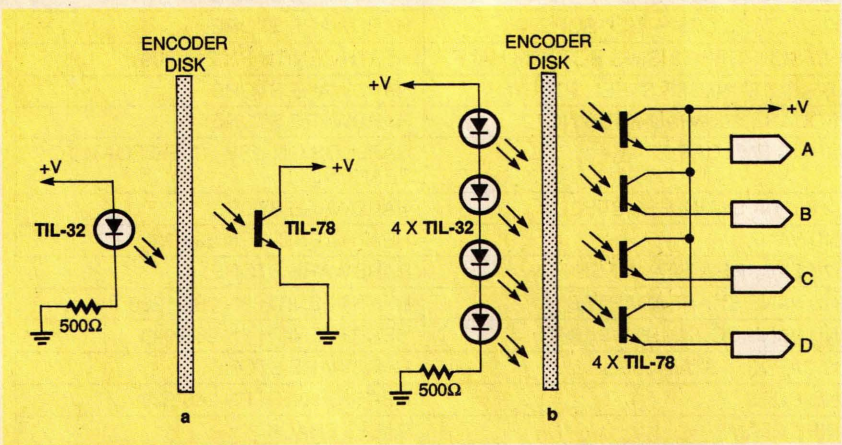

FIG. 2—HEATH'S BASIC SENSOR CIRCUIT works, but leaves something to be desired.
Figure 2 shows the Heath circuits for the wind-speed (*a*) and wind-direction (*b*) sensors. Typically, the forward drop across an infrared (IR) LED is 1.6 volts, and the maximum continuous forward current is 50 milliamperes. The circuit biases the IR emitters to provide a continuous current of 20 milliamperes. The IR detectors operate in an open-emitter configuration, in which the detector conducts current provided that the light path from the emitter has not been obstructed by a dark section on the optical disk.
FIG. 2—FLOWCHART OF THE BASIC SOFTWARE. Loop 1 waits for a card to be inserted. Loops 2 and 3 measure a hole, and Loop 4 ensures that all 16 holes are measured. Following loop 4, the software converts the decoded values into a binary number.
To understand how the software senses information, refer to the flow chart, Fig. 2. At the beginning of the program (START), three assumptions are made: 1) The circuit is